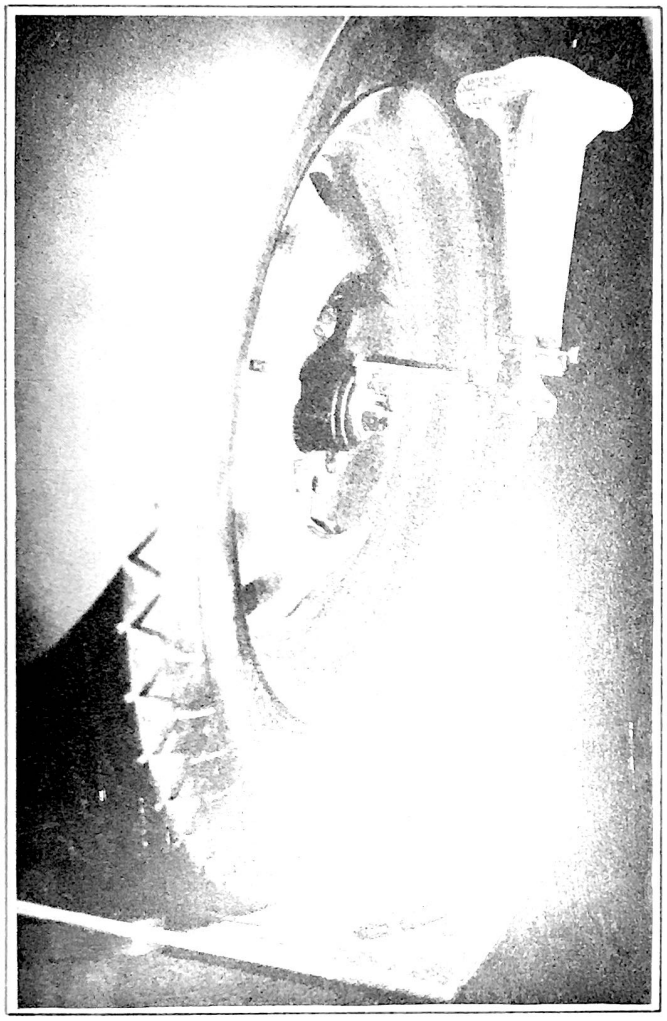

Figure 307
See "Camber, Caster and Steering Pivot Pin Correction" for adjustment and Fig. 307, for details of checking camber angle.
4. Turn the head of the jiffy gauge so that it is parallel to the axle as shown in Fig. 307, with wheels still straight ahead and adjust the pointer with the thumbscrew until the level bubble is between the lines on the glass. The reading taken on the lower scale is the camber of the left wheel. A reading toward the wheel is positive and away from the wheel is negative camber; THE CORRECT CAMBER IS $1/4^{\circ}$ TO $3/4^{\circ}$ POSITIVE.
See "Camber, Caster and Pivot Pin Inclination Correction" also Fig. 307 for details of checking camber angle.